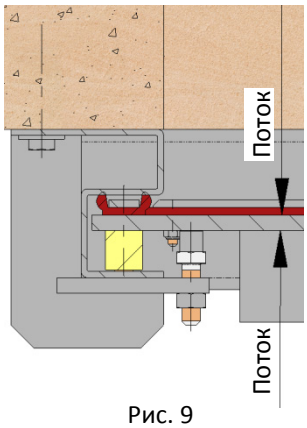
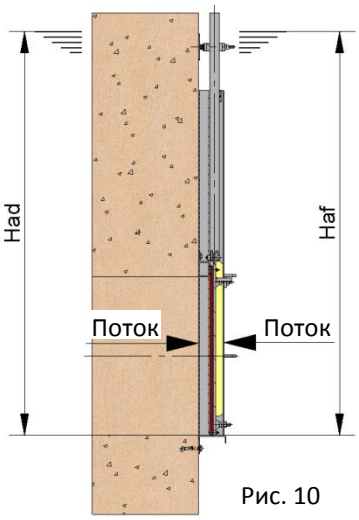

Рис. 9
Рис. 10
-ДВУНАПРАВЛЕННЫЙ: (Рис. 9 и Рис. 10)